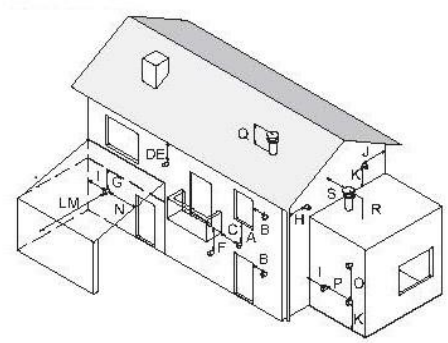

Рисунок 5.15
• устанавливать с соблюдением минимальных расстояний Рисунок 5.15 и действующего национального и местного законодательства.